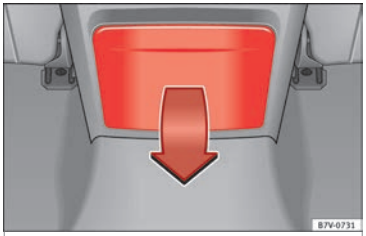

Bild 190 Mittkonsol, baktill: fälla ut mugghållare
- För att *öppna* skjuter du mugghållaren nedåt i pilens riktning **››› bild 190**.